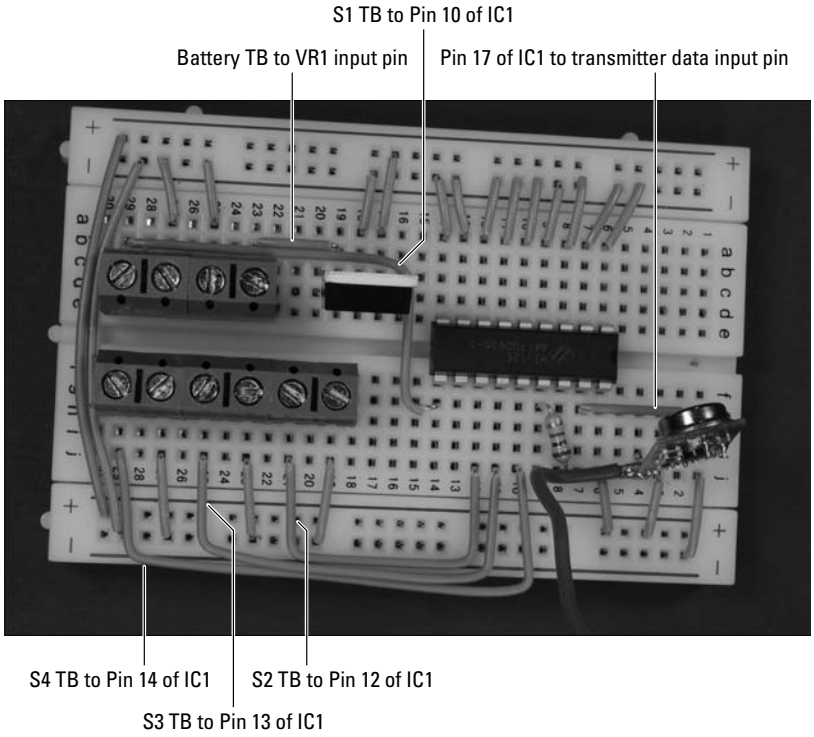

Figure 13-12: Hook up the ICs, terminal blocks (TBs), transmitter, and voltage regulator.
6. **Insert wires to connect the IC, voltage regulator, transmitter, and terminal blocks, as shown in Figure 13-12.**